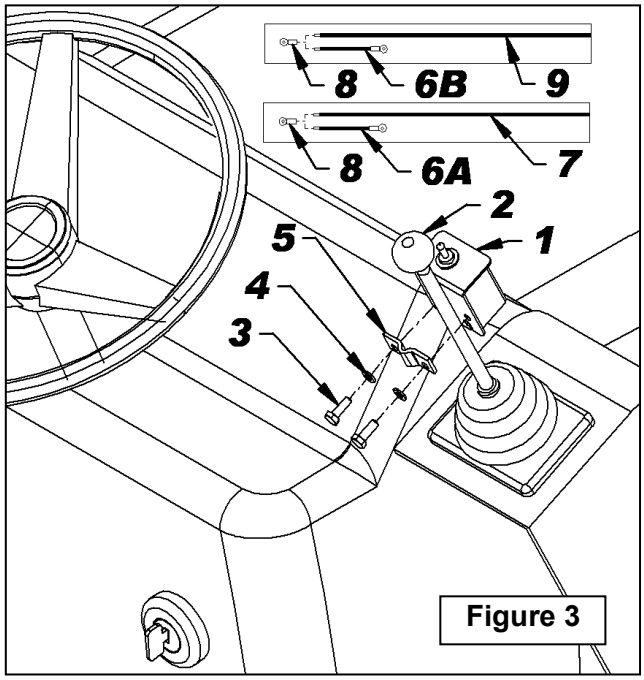

Figure 3
1. **Figure 3:** Place the switchbox (item 1) on the lever in a position that will be comfortable when the hand is on the knob and attach with the box clamp (item 5), two 1/4" NC x 1" hex bolts and two 1/4" lockwashers (items 3-4).
3. **Figure 3:** Strip 1/4" from the end of the wires (items 7-9) as well as from the two yellow wires (items 6).
4. **Figure 3:** Twist the red wire end (item 7) with a yellow wire (item 6A) and the black wire end (item 9) with the other yellow wire (item 6B).
5. **Figure 3:** Install the two identical round terminals (item 8) on the twisted ends.